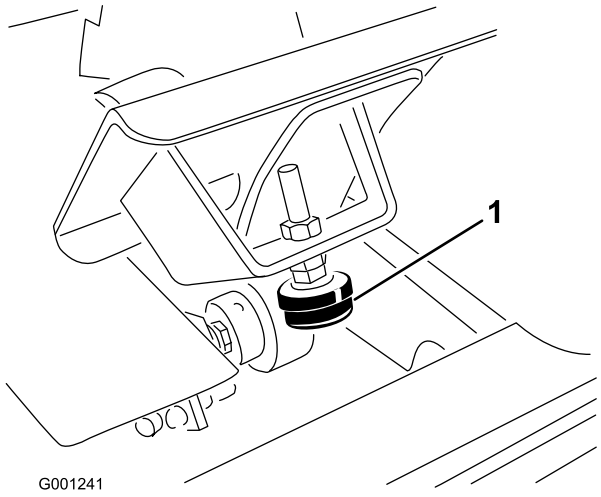

**Figur 67**
1. Kontrollera gaspedalens stoppjustering. Pedalstoppet (Figur 67) bör nudda ramen något innan pumpen når fullt utslag.